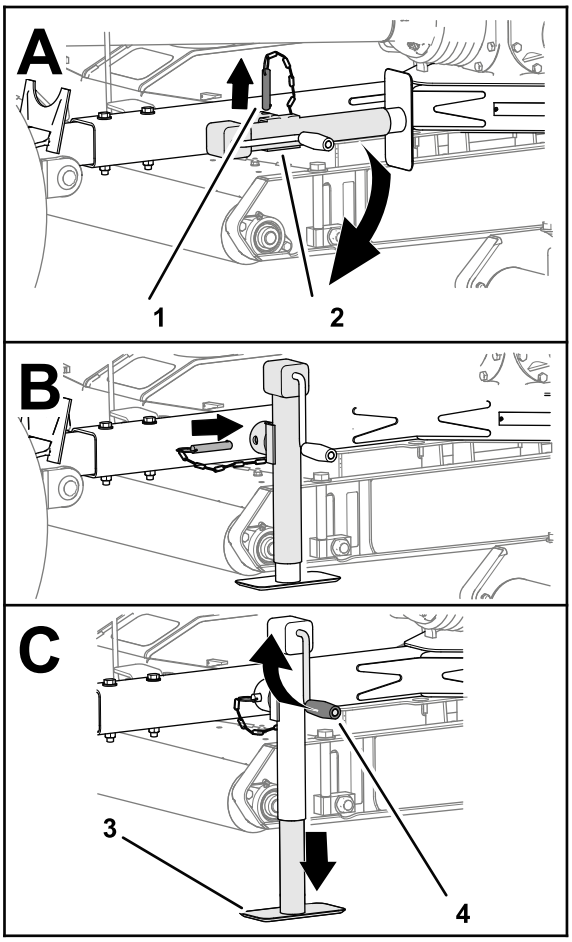

Rysunek 23
3. Wyjmij zawleczk i obróć podnośnik zaczepu holowniczego do położenia poziomego (Rysunek 23).
4. Ustaw otwór w zaczepie holowniczym równo z otworem w podnośniku (Rysunek 23).
5. Włóż sworzeń przez otwory w zaczepie holowniczym i podnośniku (Rysunek 23).
2. Obracaj uchwytem podnośnika, aby całkowicie podnieść stopę podnośnika, patrz Rysunek 23 na Podpieranie kosiarki na podnośniku (Strona 17).